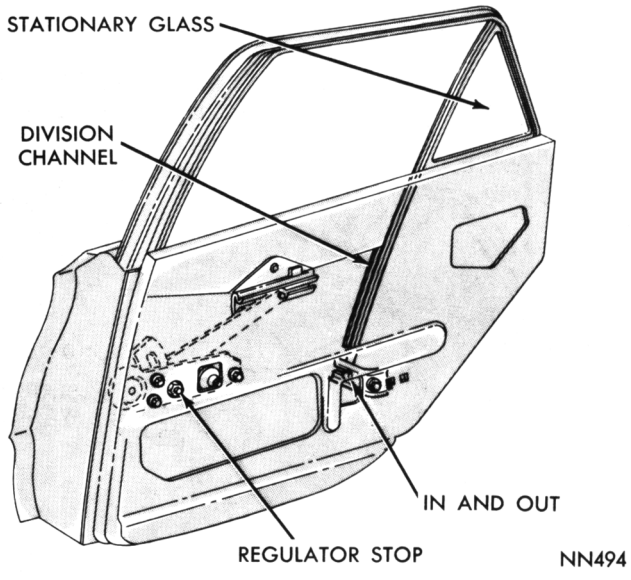

Fig. 30—Rear Door Glass Adjustments—Sedan
(1) Loosen the division channel lower bracket screw (Fig. 30) and lower window half way.
(2) Tighten division channel lower bracket screw.
(3) Lower window so top of glass is even with or slightly below belt line of outer panel.